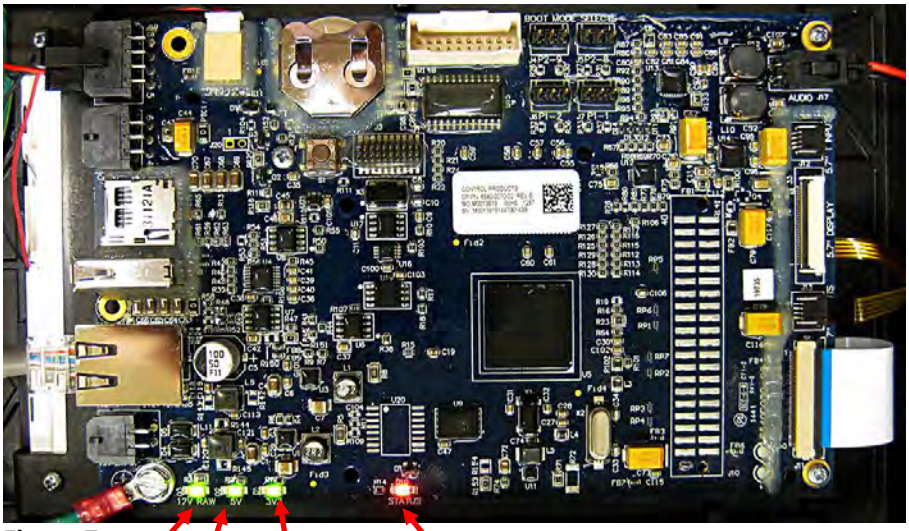

Figura 7
Para verificar que FQ4000 tenga energía y que la pantalla táctil esté funcionando, retire los 2 tornillos que fijan el controlador al bisel. Baje el controlador para ver la luz LED en la parte posterior de la placa del controlador. Verifique que las tres (3) luces LED verdes estén encendidas, lo que indica que hay energía de 3 V, 5 V y 12 V en el controlador. Estas luces siempre deberían estar encendidas. Si pulsa cualquier lugar de la parte delantera de la pantalla táctil, se iluminará la luz LED DE ESTADO roja (consulte la Figura 7). La luz LED roja también se iluminará momentáneamente durante el encendido.